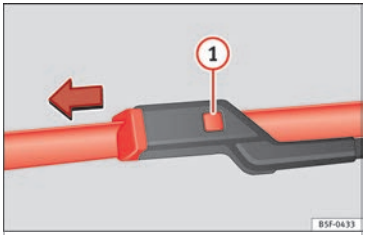

Fig. 72 Changing the windscreen wiper blade.
- Press the securing tab down (1) ››› Fig. 72.